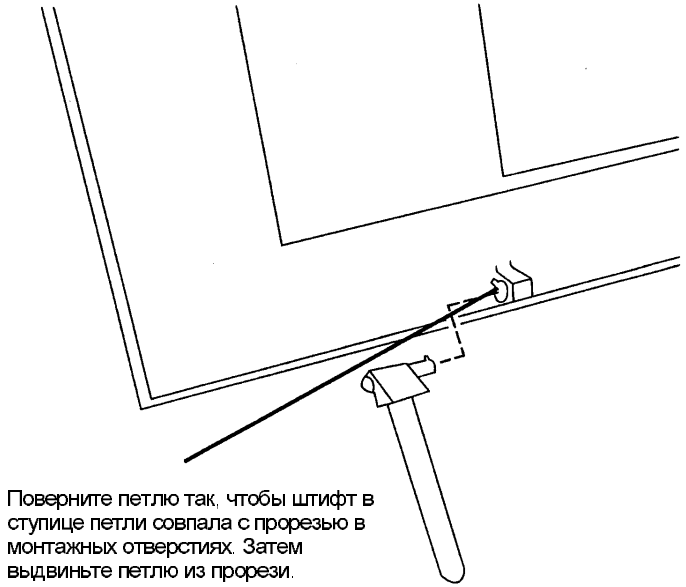

Рис. 1. Демонтаж петель крышки оригинала.
3. Снимите две (2) петли крышки оригинала (Рис. 1).